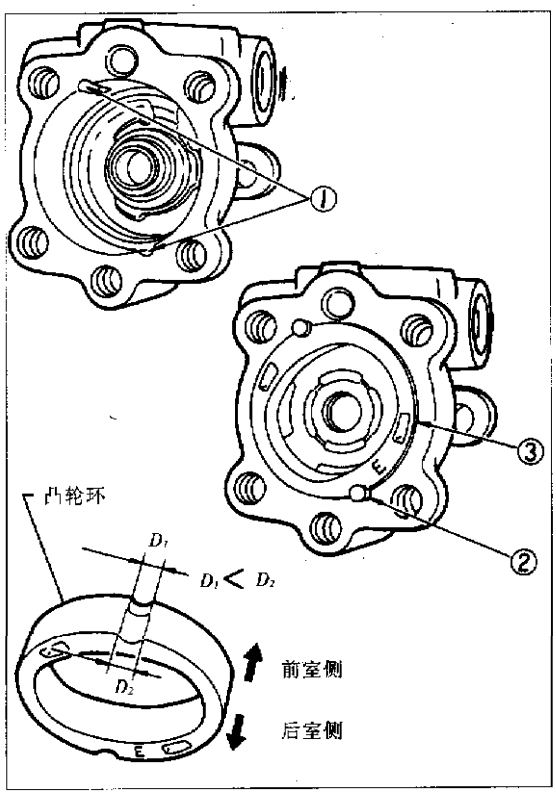

图 9-4-9
销钉②插入前室和转子的销钉槽内。如图 9-4-9 所示安装凸轮环。